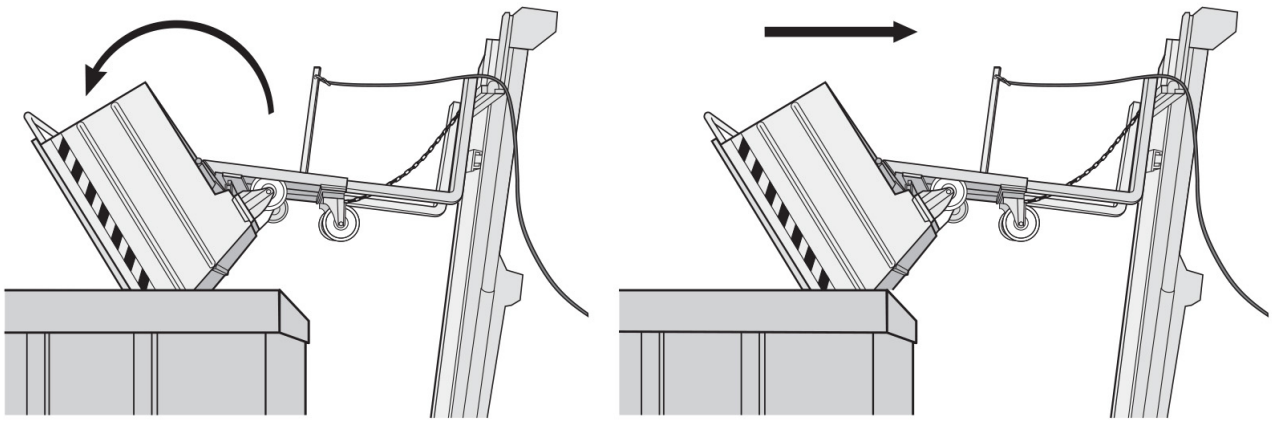

Abb.6.1.5
• 6.1.9 Ziehen Sie am Seil, um den Verriegelungshebel freizugeben; zu diesem Zeitpunkt kippt der Behälter um und entlädt den Inhalt in den unteren Behälter (**Abb. 6.1.5**).
• 6.1.9 Full the card to release the locking lever. At this point the container will tip and unload the contents into the underlying bin (fig. 6.1.5).